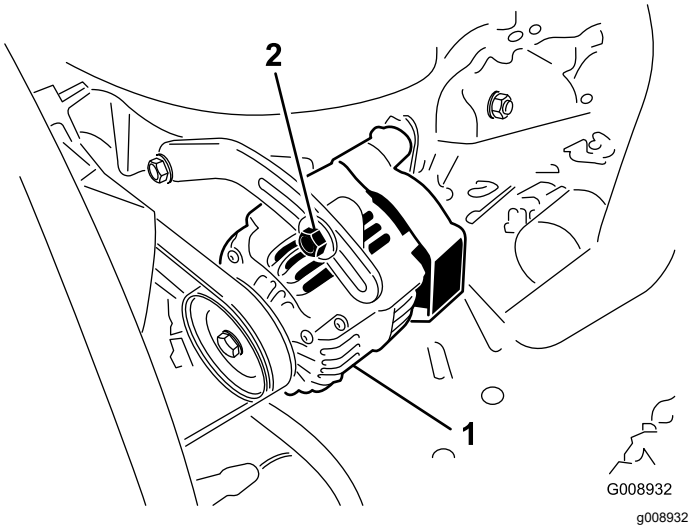

**Figur 116**
Kontroller remmenes tilstand og spenning (Figur 116) etter hver 100. driftstime.
3. Hvis du ikke kan trykke den ned 10 mm, løsner du monteringsboltene for generatoren (Figur 116).